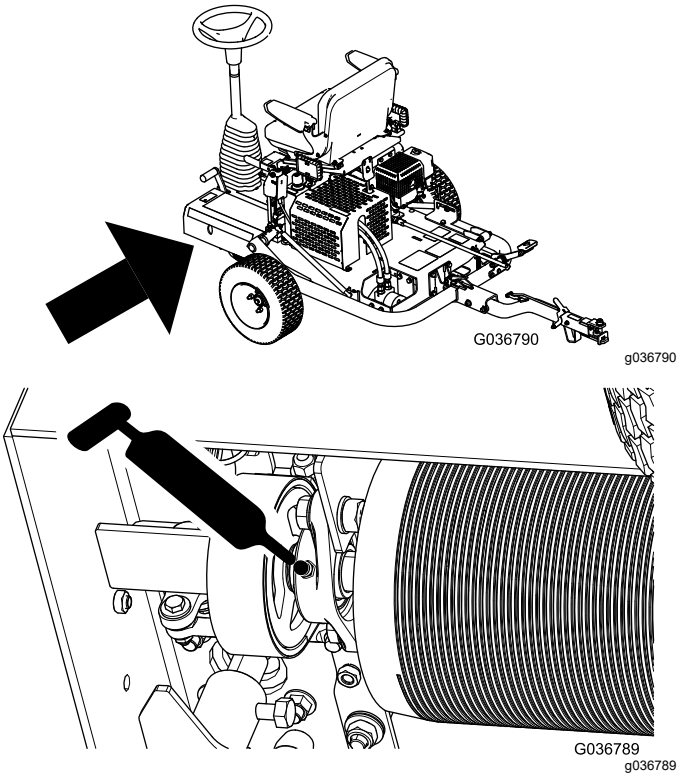

Rysunek 26
3. Wtłaczaj smar przez smarowniczkę w sposób przedstawiony na Rysunek 26.